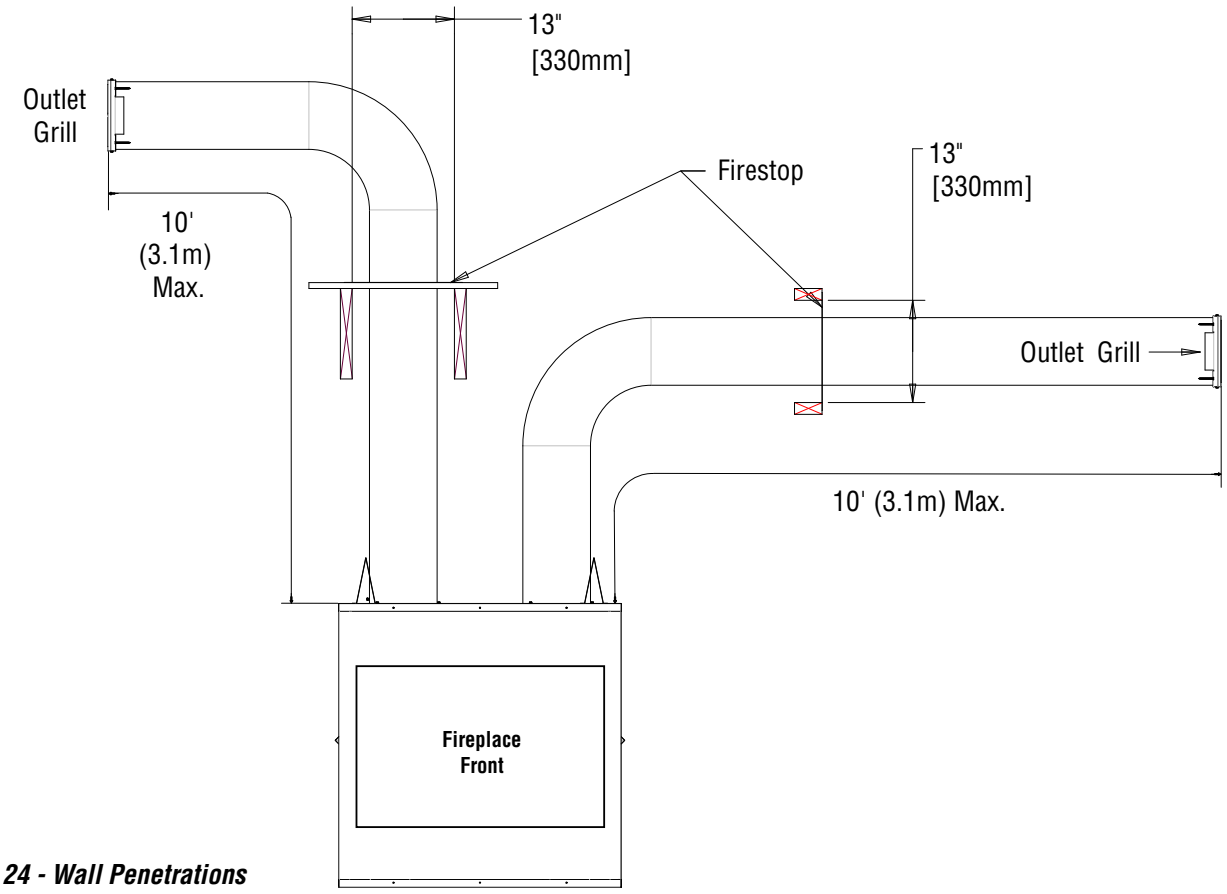

Figure 24 - Wall Penetrations
- When traversing a combustible wall or floor, a firestop (not provided) must be installed at the wall or floor penetration. Maintaining a minimum 1" (25mm) clearance between the ducts and any combustible material, the hole size must be 13" X 13" (330mm X 330mm) *(see **Figure 24**)*.